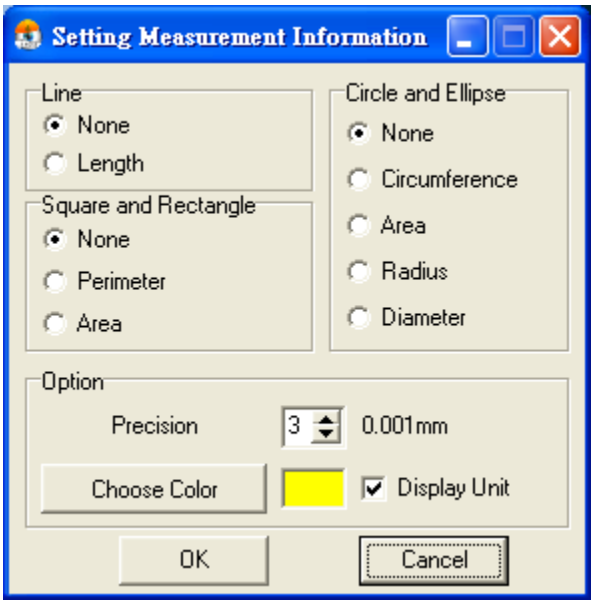
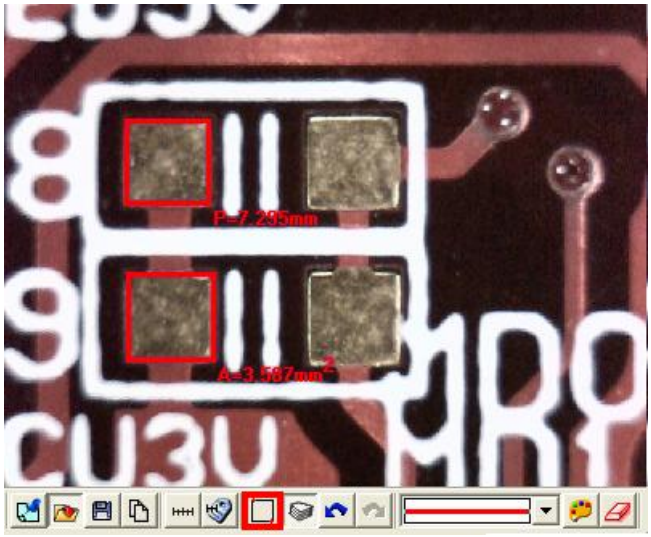
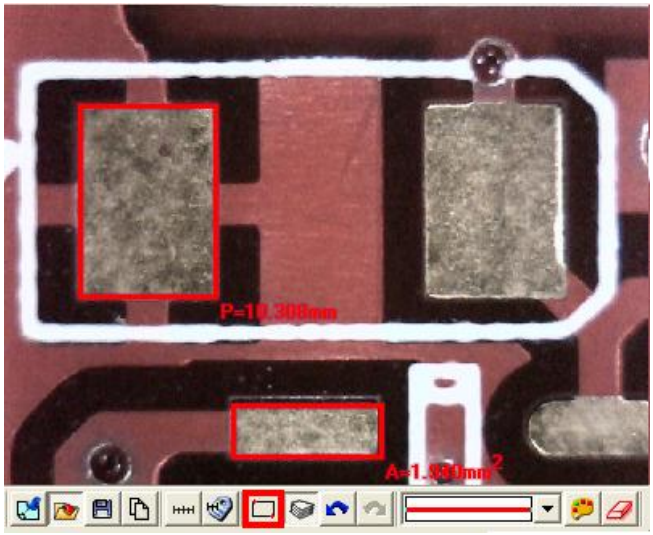

Fig.5-60 Scale information setting dialog
Fig 5-66 Square
Fig 5-67 Rectangle
This setup screen indicates to set whether to show the unit value or not, see Fig. 5-60. Choose “length” means to display the length of the line, by capital letter “L” expression, if length is 2.33mm, it will show L=2.33mm besides the line. If choose “none”, no value will show on the dialogue. If show “P” means “perimeter”, “A” means “Area”, “C” means “Circumference, and “R” means ”radius” .
Firstly choose Fig.5-60 Scale information setting dialog. Measure the Length on the PCB rectangle, choose the "line" icon, then draw a line, the " L" means Length. Ex: L=5.510mm.
(2) 2 Points Circle: Measure the round object can use . Firstly choose Fig.5-60 Scale information setting dialog. To point any dot on the circle, pressing the left button of the mouse and drag the line to another point on the circle. It should automatically calculate C: Circumference, A: Area, R: Radius, D: Diameter. See 1st circle: C=2.276mm, 2nd circle: =0.412mm^{2,} 3rd circle R=0.716mm, and 4th circle D=1.467mm.
(3) 3 Points Circle: See an arc or a circle shows on the observation only and need measure the circle, it can use. Firstly choose Fig.5-60 Scale information setting dialog. To point any point on the edge of an arc, draw a line to second point, then drag the line to the third point on the same arc, to automatically calculate a correct circle. The said 3 points on the arc to be necessary a triangle. See Fig 5-6, the figure can be measure as 2 Point Circle. 1st circle: Circumferences C=2.409mm, 2nd circle Area A=0.450 mm^2, 3rd circle: R=0.727mm, 4th circle: D=1.480mm.
(4) Oval: Measure an oval circle and use. Firstly choose Fig.5-60 Scale information setting dialog. To point any dot on an oval, pressing the left mouse button, and drag to fit the oval on an observation object. Same methods as Circle to be measured for 2 Points Circle and 3 Points Circle, 1st oval C=6.703m, 2nd oval A=2.947mm^2, 3rd oval: lR=1.328mm, sR=0.714mm, 4th oval lD=2.826mm, sD=1.428mm.
(5) Square: To measure the object is a parallelogram, it can use□. Firstly choose Fig.5-60 Scale information setting dialog. To point one dot on the angle, pressing the left mouse button, and drag the diagonal to make a square and fit the observed object. See Fig 5-66 , P：Perimeter, A: Area, see Fig 5-66, the top square on left P=7.295mm, the bottom square on left A=3.587 mm^2.
(6) Rectangle: Measure a rectangle and use□. Firstly choose Fig.5-60 Scale information setting dialog. To point one dot on the corner, press the left mouse button, and drag the diagonal to make a rectangle to fit the observed object. See Fig 5-67, P：Perimeter, A: Area, see Fig 5-67, the top rectangle on left P=10.308mm, the bottom rectangle in the middle A=1.940 mm^2.